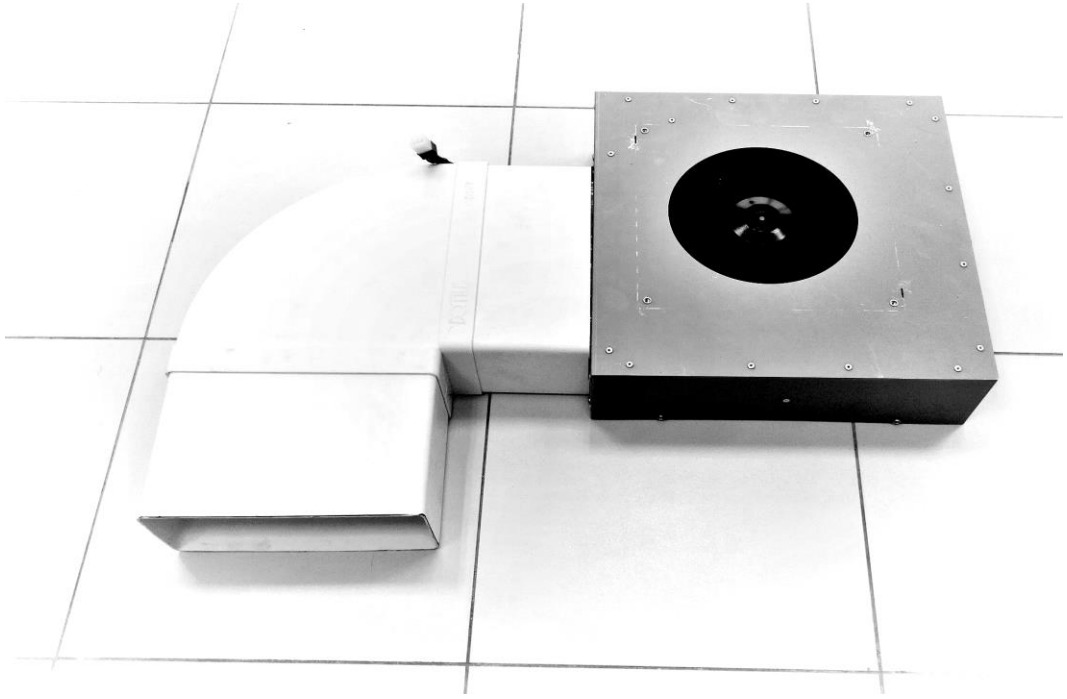

Rys. 4A
4. Na kolano (F) zakładamy kolejny kanał wentylacyjny 220x90 (E) skierowany do cokołu szafki przycięty na odpowiednią długość. (Rys.4A)